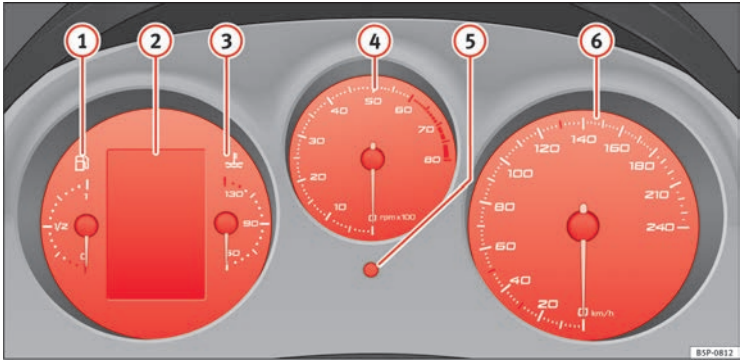

Fig. 34 Detailed view of the dash panel: instrument panel
The start of the red zone ⇒ Fig. 34 (4) indicates the maximum engine speed operating at service temperature. However, it is advisable to change up into a higher gear, move the selector lever to D or lift your foot off the accelerator before the needle reaches the red zone.
– Turn the setting knob ⇒ Fig. 34 (5) clockwise until the first “click” to set the hour. The hour will flash. To change the hour, press the button.